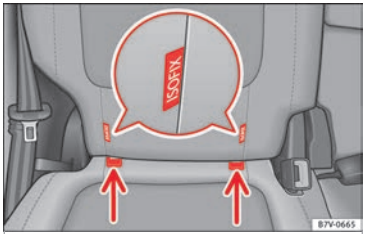

Fig. 37 Version 2: identification of the anchor points for the child seat on the vehicle seat
- Press the child seat onto the retaining rings ››› **Fig. 37** in the direction of the arrow. The child seat must be safely engaged and click audibly into place.
- Place the child seat on the seat cushion and attach the retaining strap hooks to the retaining rings ››› **Fig. 37**.